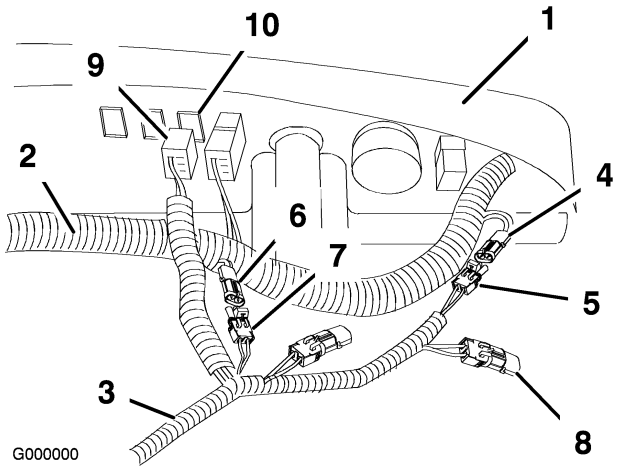

**Figure 8**
cap. Connect the accessory harness to the 48v output connector as shown in Figure 8.
7. Place the switch connector into position behind the plug in the dash as shown in Figure 8.